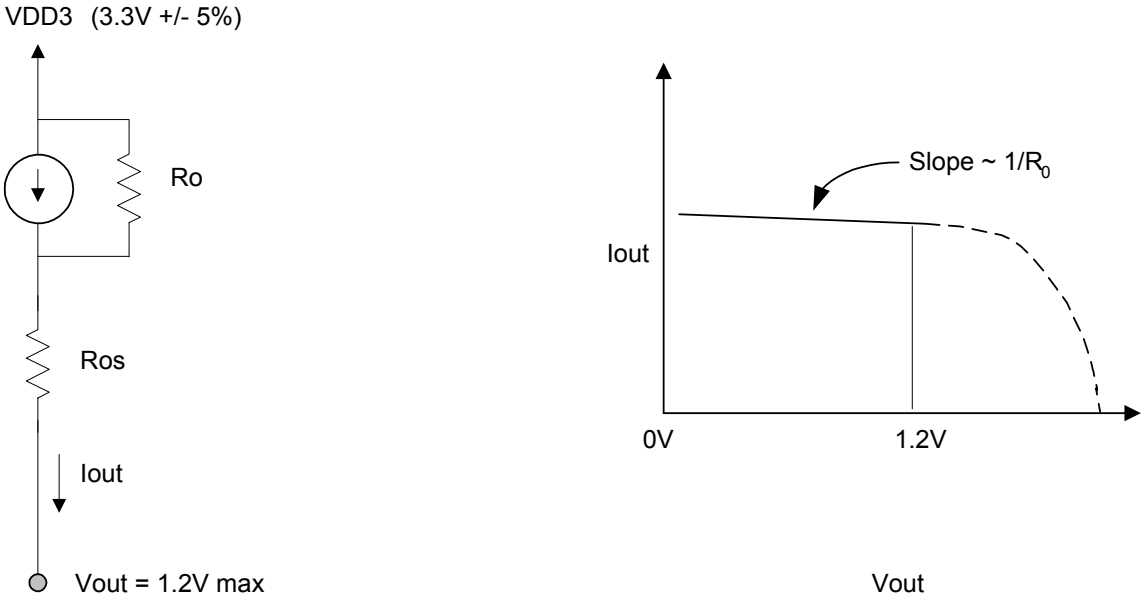

Figure 14. Buffer Characteristics
1. Output impedance of the current mode buffer circuit – Ro (see *Figure 14*).
2. Minimum and maximum required voltage operation range of the circuit – Vop (see *Figure 14*).
3. Series resistance in the buffer circuit – Ros (see *Figure 14*).